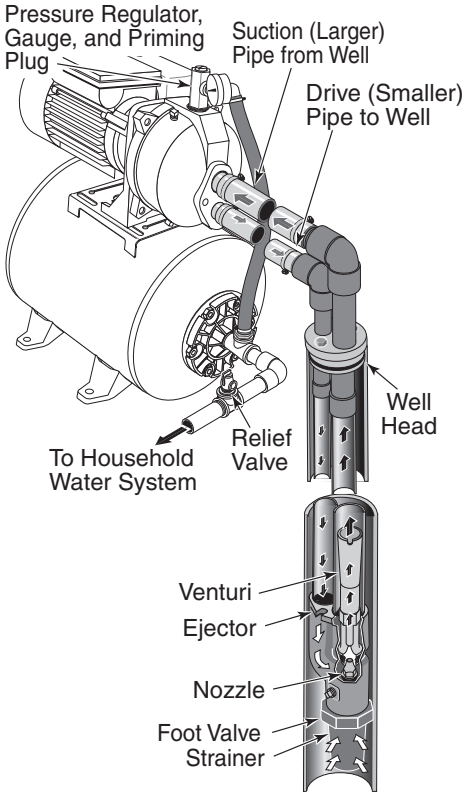

Figure 6 - 4" and Larger Deep Well
2. Assemble the ejector kit. See Figure 6. Follow the instructions included with the kit in order to match the nozzle and venturi to your well conditions.